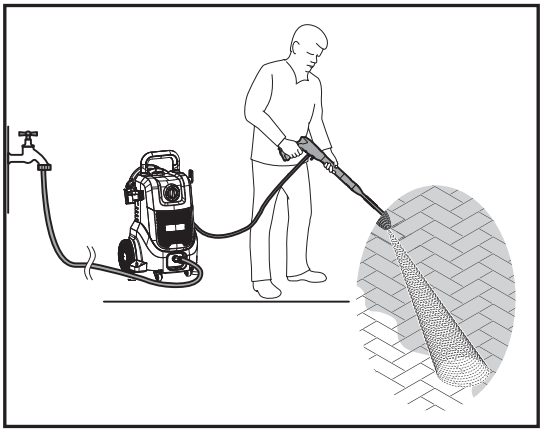

Fig. 20
2. En cas d'utilisation de la buse variable (20), régler le type de jet requis.
4. Tenir le pistolet de pulvérisation (16) à deux mains.
5. Mettre la machine en marche en tournant l'interrupteur rotatif marche / arrêt (3) pour le mettre en position **« I »**.
7. Appuyer à fond sur la gâchette du pistolet de pulvérisation (16a) pour libérer le jet d'eau, comme illustré à la Fig. 20.